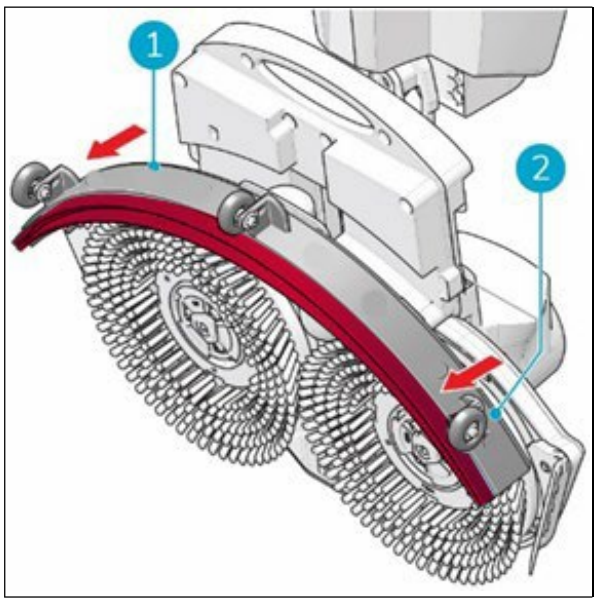

Figure 35
35. Pull on the left side of the squeegee (Figure 35, pos 1) to remove it.
36. Pull on the right side of the squeegee to remove it. (Figure 35 pos 2.)